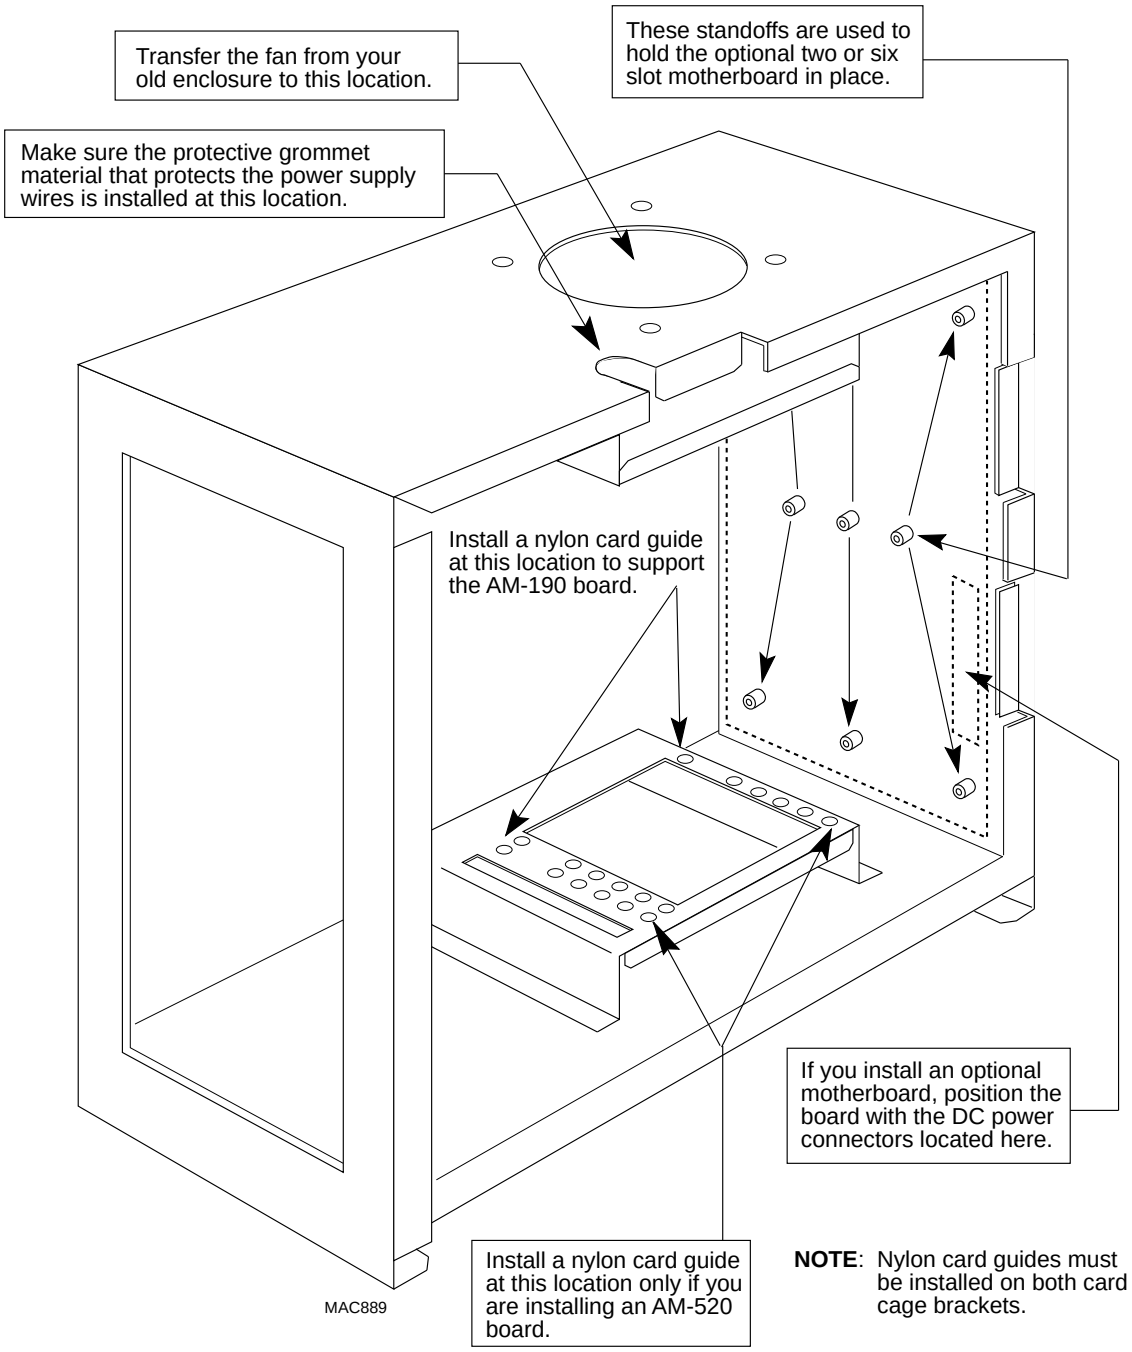

Figure D-4. AM-190 Enclosure
1. Transfer the cooling fan from the old enclosure to the new enclosure, as shown in Figure D-4.
4. If you are installing an AM-520 board, you will need to install one additional nylon card cage guide on each of the card cage brackets in the position indicated in Figure D-4.
5. If you are installing an option two or six-slot motherboard, it will be installed as shown in Figure D-4. The motherboard is held in place with nine phillips-head screws, which use nylon washers to protect the finish on the motherboard. Also, to install the motherboard, you will need to remove the two card cage mounting brackets in order to access the screws holding the motherboard in place. After the motherboard has been installed, the card cage brackets can be reinstalled.